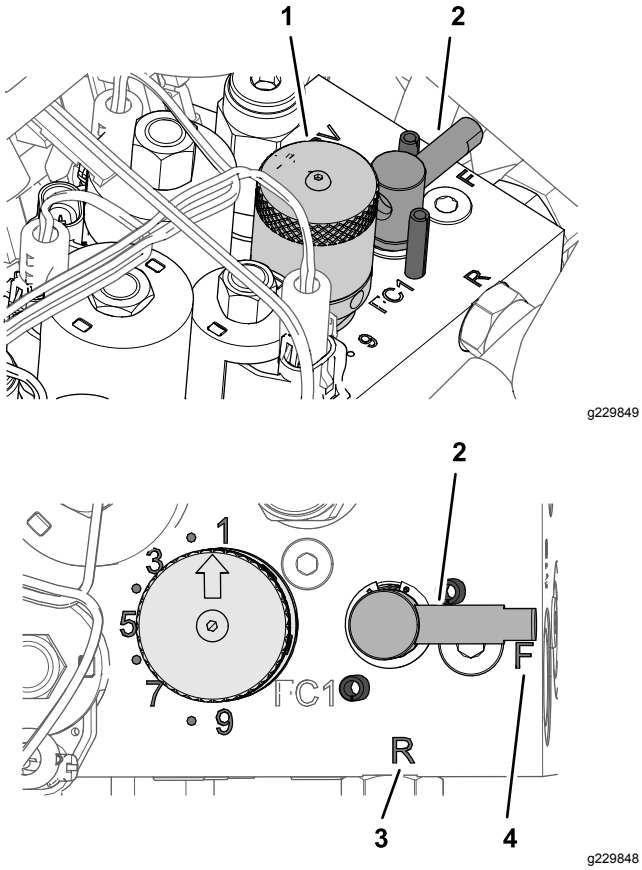

Figuur 66
4. Zet de wethendel in de stand 'R' (Figuur 66).
5. Draai de knop voor de toerentalregeling van de messenkooien op instelling 1 (Figuur 66).